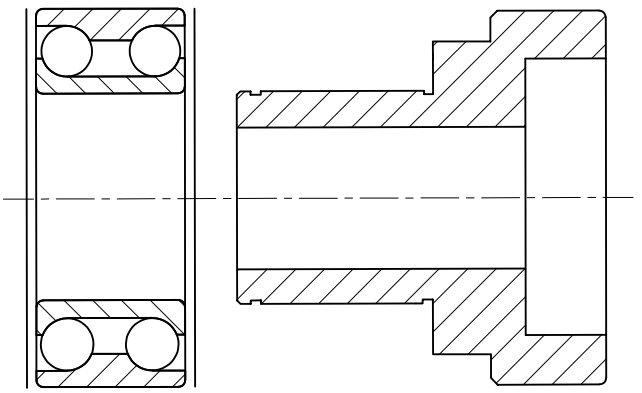

Figure 2-9 *BEARING drawing automatically updated after loading the SHAFT drawing*
4. Open the SHAFT drawing. In the **EXTERNAL REFERENCES** palette, you will notice that the message Needs reloading displayed in the **Status** column of the BEARING drawing. Right-click on BEARING and choose **Reload**; the BEARING drawing is automatically updated, refer to Figure 2-9. This is the most useful feature of external reference. You can insert the drawing as a block also, but in that case any modification made in the drawing will not reflect automatically in the drawing in which it is inserted.